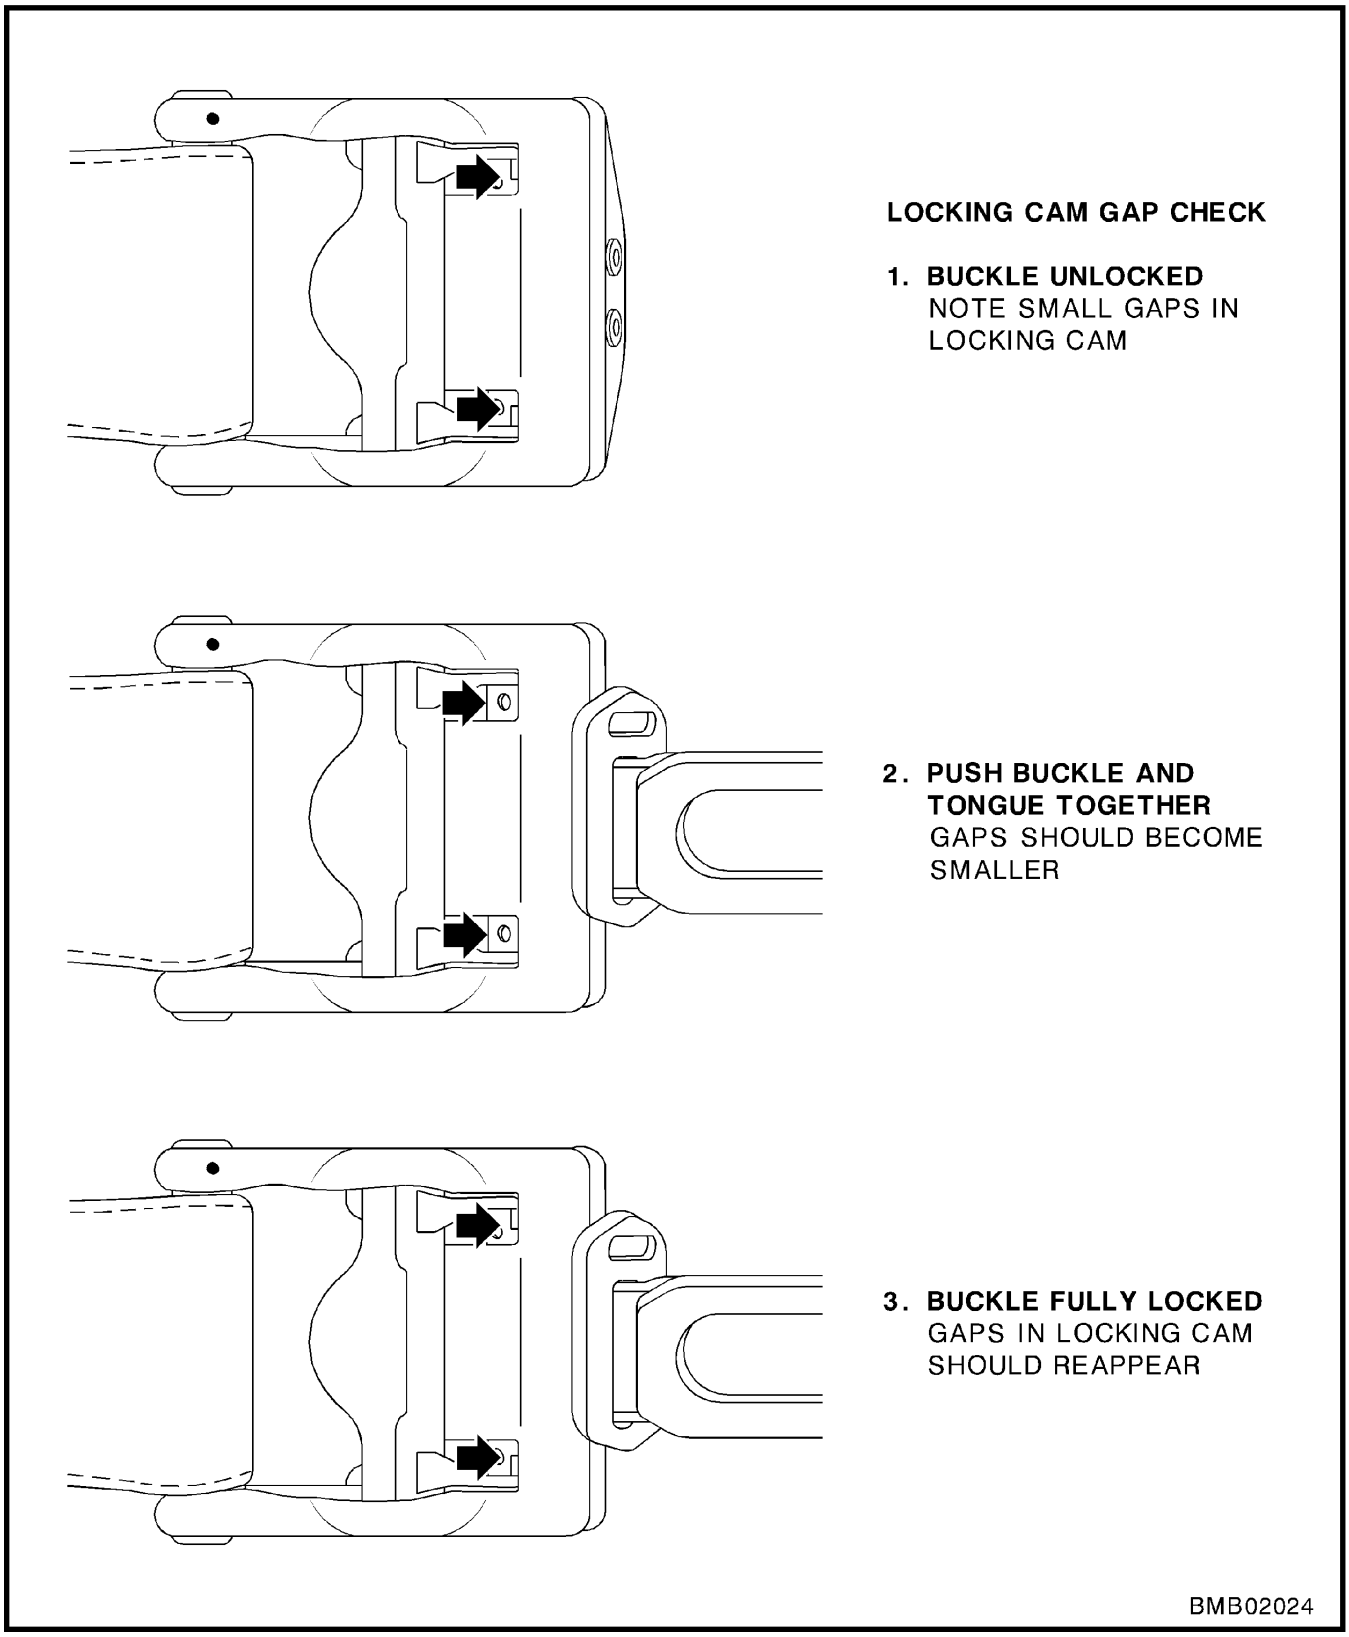

Figure 2-1-3 HBU-12/B Lap Belt Lock Check
(5) Fasten the lap belts together until a click is heard and visually check the Locking Cam Gap, perform a Locking Cam Gap Check, see Figure 2-1-3,